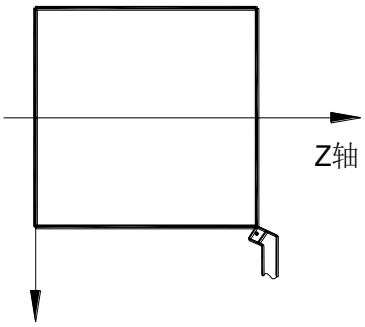
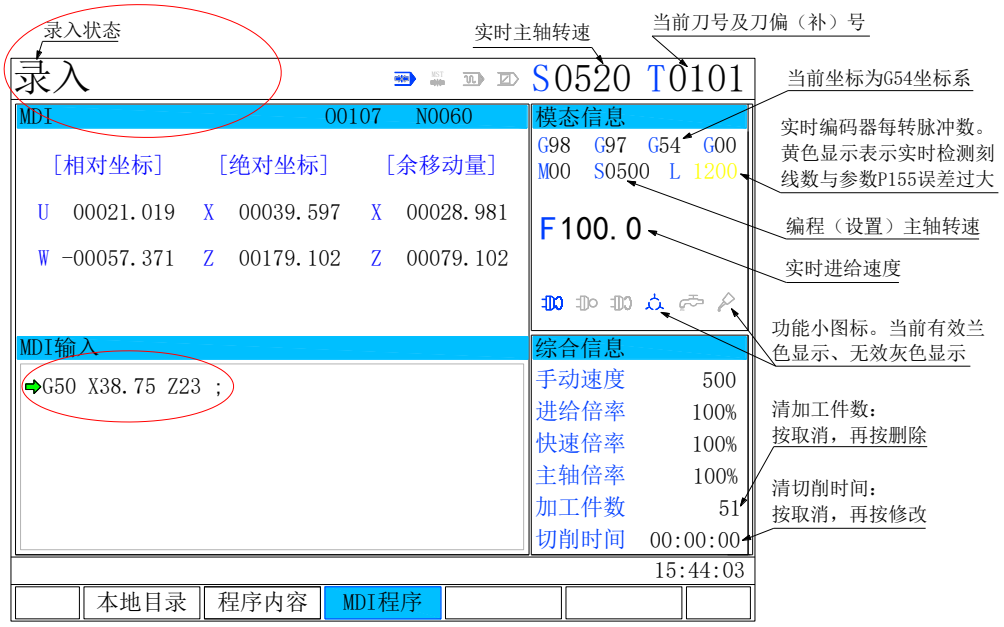

图 7.2-1
图 7.2-5
4、将基准刀的刀尖定位到某点（对刀点），如图 7.2-1；
5、在 录入操作方式、MDI 程序 页面下用 G50 Xxxxx Zxxxx 代码设定工件坐标系(要按 循环启动 执行)；这里的 X 是图 7.2-1 中的直径，Z 是长度（若 X 轴设在工件端面，Z 0）。假设直径是 38.75，长度是 23.0，如图 7.2-5。